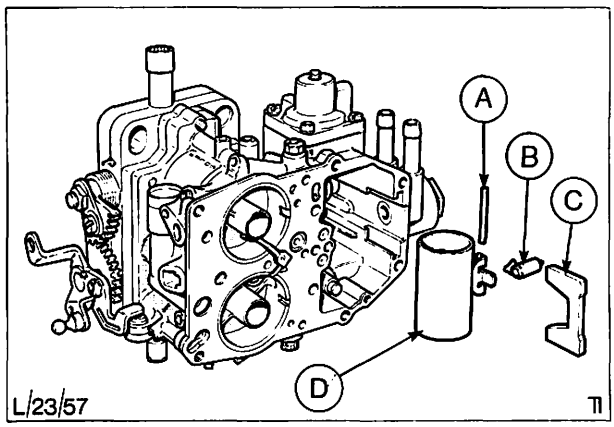

Abb. 113 Schwimmernadelventil und Schwimmer zerlegt
15. Schwimmer und Schwimmernadelventil einbauen, Abb. 113.